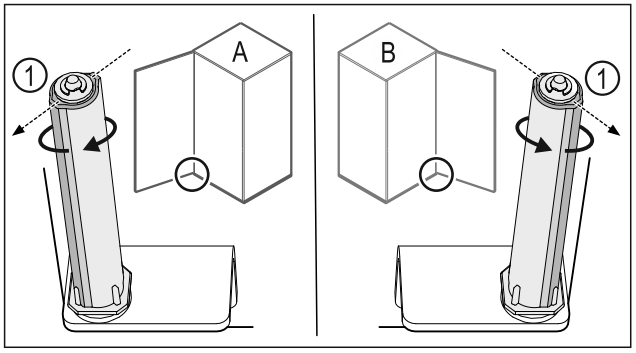

*Fig. 28 Opritorul din stânga (**A**) / opritorul din dreapta (**B**)*
▶ Rotiți sistemul de închidere până la rezistență, până când pragul sistemului de închidere *Fig. 28 (1)* este orientat spre exterior.